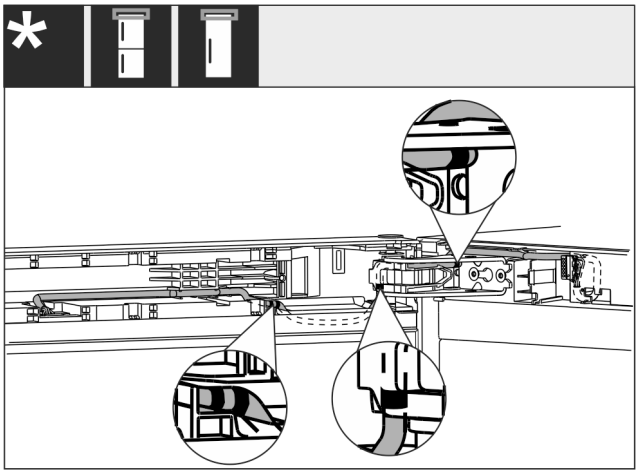

Fig. 38
- ▷ De kabel moet worden gelegd zoals in de afbeelding *Fig. 38 ()*weergegeven.